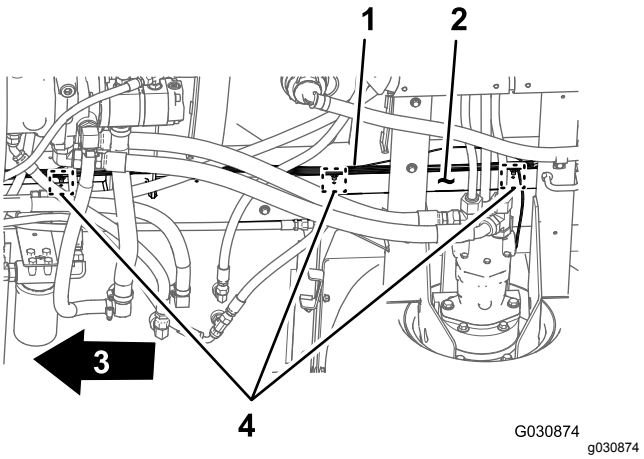

**Figur 35**
3. Fjern de 3 grantræformede ankre, der fastgør det bageste ledningsnet til hullerne i maskinens højre stelrør (Figur 35).